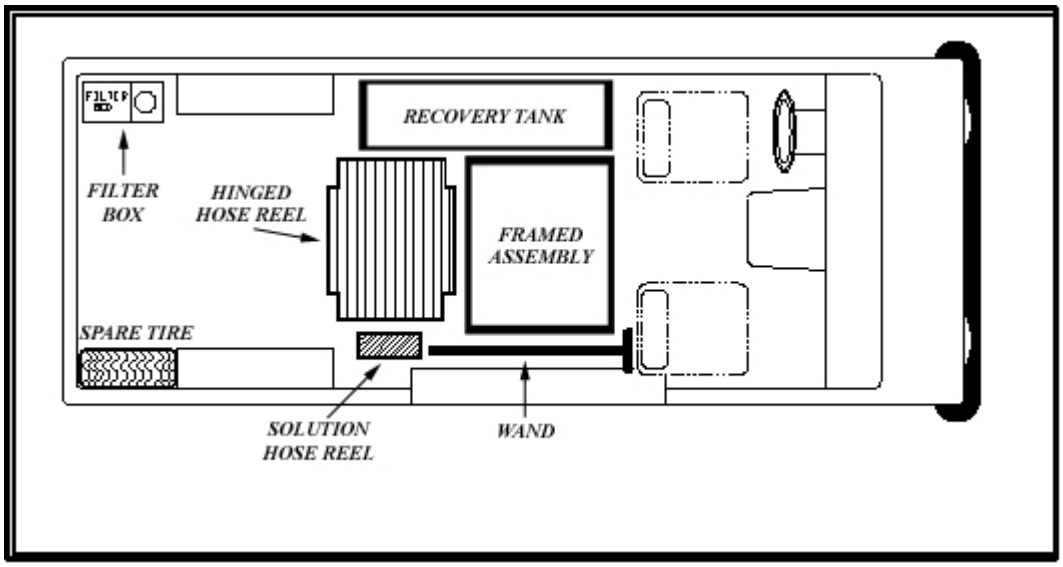

Figure 4-1: Location of Major Components in Van
Read the entire installation procedure carefully before starting to assure a correct and safe installation. The most common machine installation is into a full size van with the machine being mounted facing out the side door (See Fig. 4-1). For installations into cube vans, mini vans, trailers, etc., consult the factory for special instructions. The engine MUST have access to adequate fresh air to avoid overheating. Failure to provide adequate ventilation will VOID the warranty. Roof vents or forced ventilation may be required. Prior to installation, unpack the machine and check the parts against the packing list. Contact White Magic factory immediately before starting if a discrepancy exists.
Figure 4-1 shows the approximate location of major components in a typical van installation. The Vacuum Hose Reel, Floor Mount Solution Hose Reel and Filter Box are optional equipment.
- Vacuum Hose Reel: Position hose reel and bolt to floor of van, *(see Fig. 4-1)* for placement. Connect hose reel to inlet of vacuum on the recovery tank or the inlet of the optional filter box.
- Floor Mount Solution Hose Reel: Position hose reel and bolt to floor of van, *(see Fig. 4-1)*. Connect hose reel to one of the Output Wand disconnects on the face panel.
- Position filter box in vehicle and bolt to floor, *(see Fig. 4-1)*. Connect inlet side to wand or hose reel and outlet side to vacuum inlet on recovery tank.